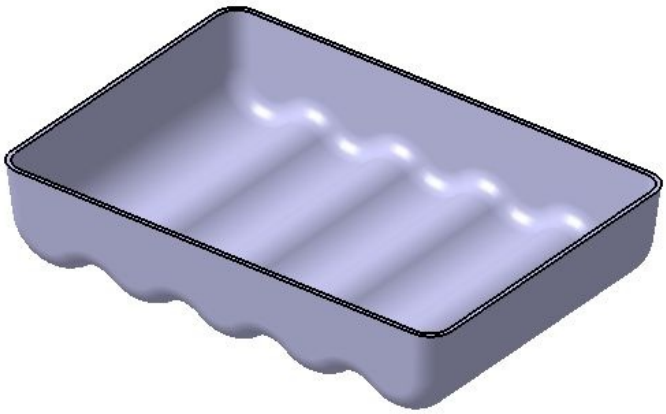

Figure 8-93 *The model after creating the shell feature*
e. Shell the model and remove the top face, refer to Figure 8-93.
thickness of 5 units, refer to Figure 8-93.